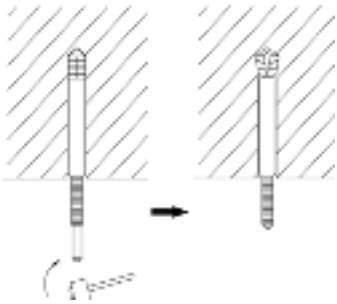

Рис. 4.3
(2). Вставьте анкера в просверленные отверстия, затем вставьте шпильки в анкера и полностью забейте их с помощью молотка (См. Рис. 4.3).